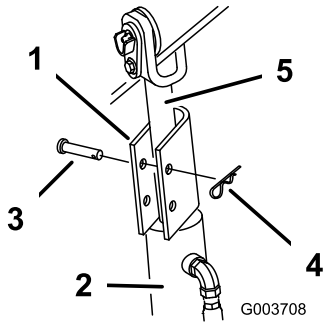

Figure 17
4. Position a loader arm cylinder lock over each lift cylinder rod (Figure 17).
5. Secure each loader arm cylinder lock with a clevis pin and cotter pin (Figure 17).